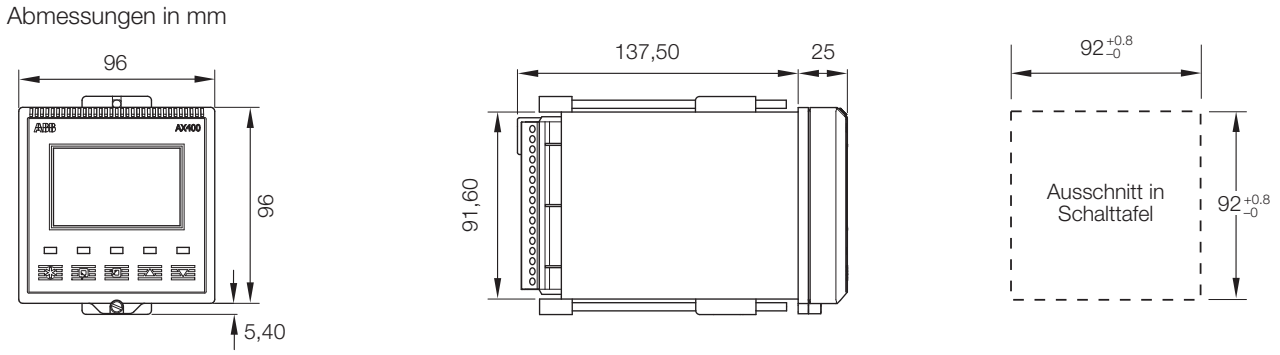

Abb. 6.4 Abmessungen
6.2.2 Schalttafelmontierte Analysatoren (Abb. 6.4 und 6.5)